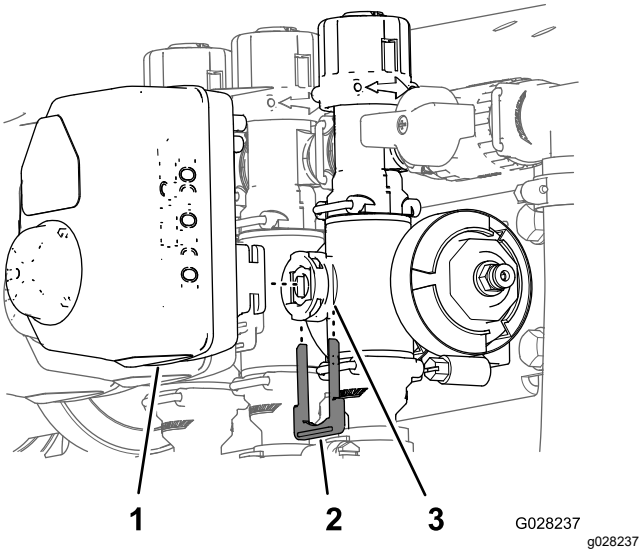

Figura 67
3. Remova o retentor que prende o atuador ao coletor da válvula para o controle de taxa, agitação, seção principal ou válvula de seção (Figura 67).